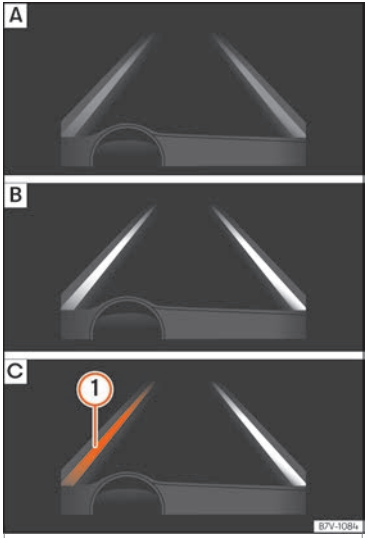

Fig. 269 On the instrument panel display: Indication on the Lane Assist system display.
– **Fig. 269 A**: The system is active, but not available, either because the minimum speed has not been reached or because the lane lines are not recognised.
– **Fig. 269 B**: The system is active and available, both lane lines are recognised. The steering angle is not being corrected at this moment.
– **Fig. 269 C**: The system is operational, the highlighted line (1) indicates that there was a risk of involuntarily crossing the lane line and that the steering is being adjusted to correct the angle.